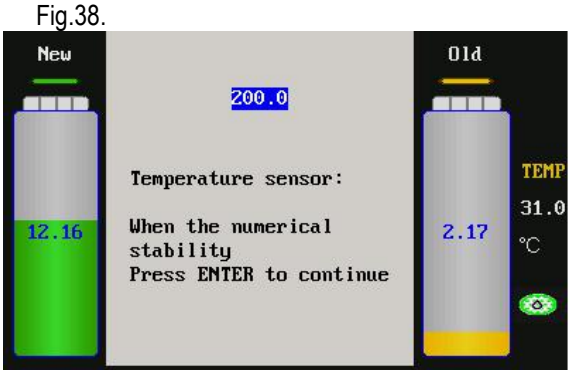

Fig.38
9) According to the prompts on the interface, OK the current temperature value (Unit: ℃), and then press OK key to save the data. The interface is as shown in Fig.38.